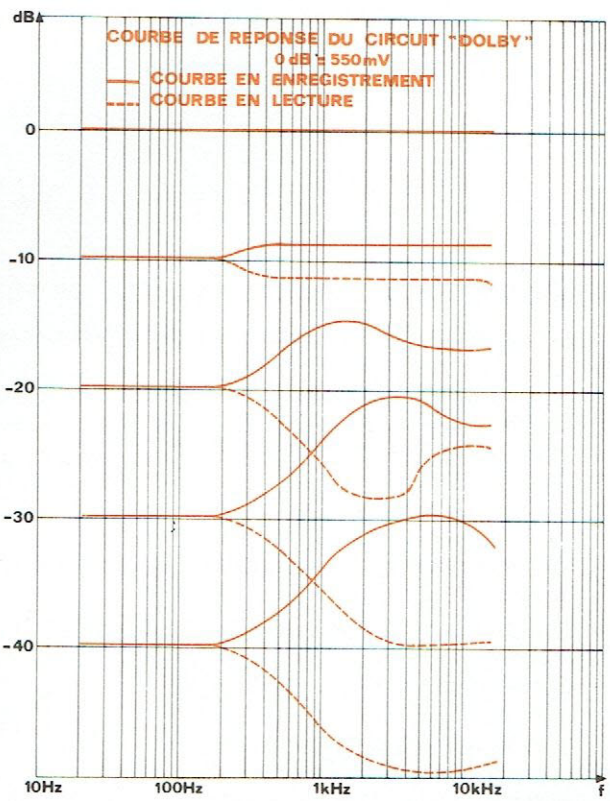

Fig. 33
- Régler **R. 9029** (voie gauche) puis **R. 9029** (voie droite) afin d'obtenir une tension **Vs = 17,4 mV** ce qui correspond au niveau − 30 dB (voir figure 33).
- Régler **R. 9021** (voie gauche) et **R. 9021** (voie droite) afin d'obtenir une tension **Vs = 93 mV** ce qui correspond au niveau − 15,5 dB (voir figure 33).
La figure 33 donne l'allure de la courbe de réponse du circuit Dolby en enregistrement et en lecture relevée pour les conditions du § ci-dessus.